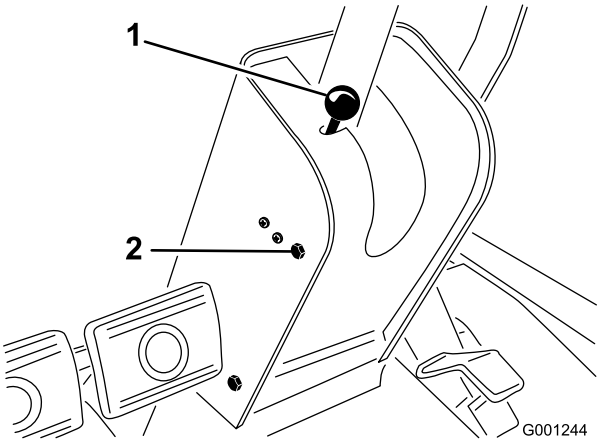

**Figur 69**
1. Ta bort knoppen från parkeringsbromsen och skruvarna från styrkolonnens kåpa (Figur 69).